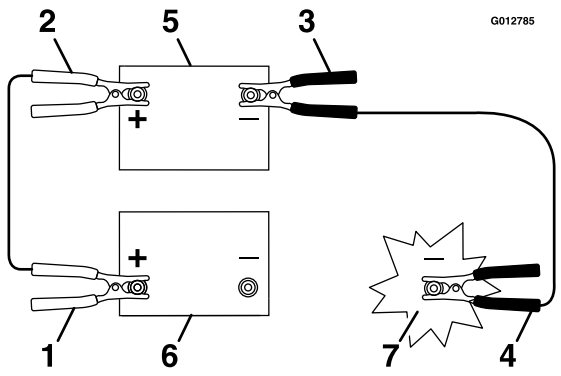

Figur 50
3. Anslut pluskabeln (+) till pluspolen (+) på det urladdade batteriet som är anslutet till startmotorn eller magnetspolen enligt Figur 50.